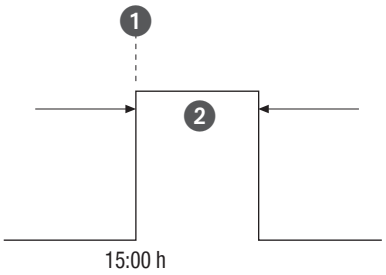

Rys. 31: Przełączanie impulsowe
- (Rys. 31/❶) czas startu
- (Rys. 31/❷) czas trwania = przełączanie WŁ